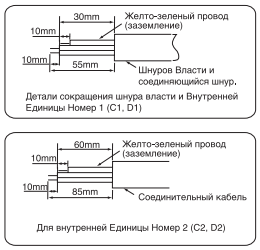

Рис. 3-2
(1) Обрезать соединительный кабель и сетевой кабель, удалить изоляцию проводов, как показано на рис. 3-2.